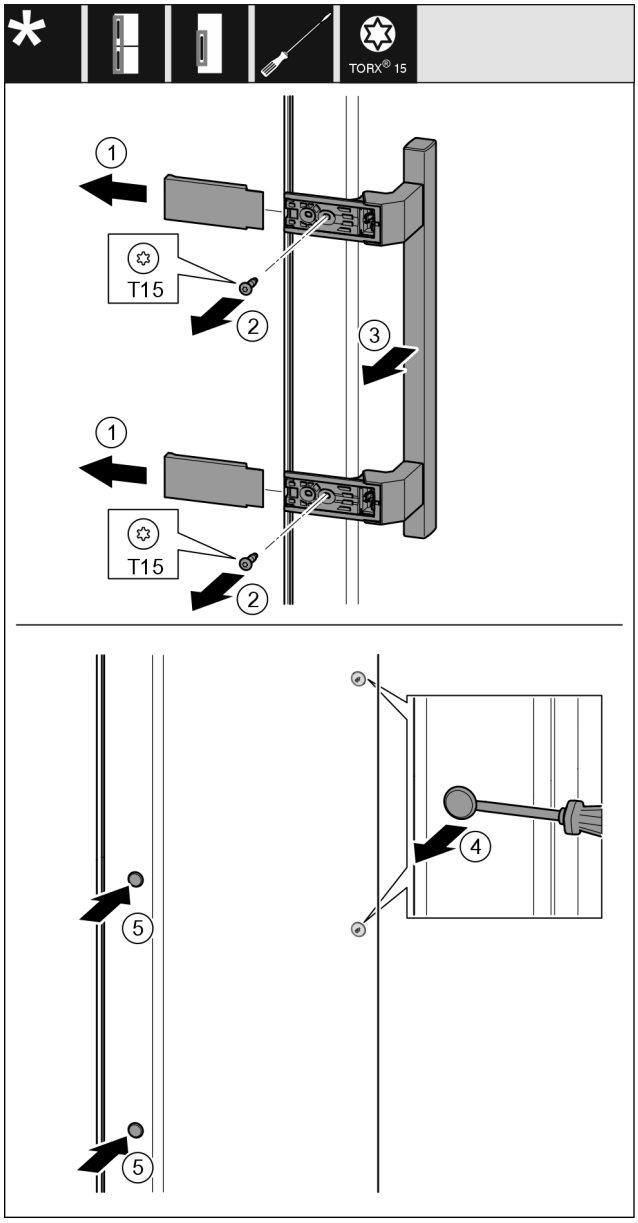

Fig. 27
- ▶ Stáhněte kryt *Fig. 27 (1)*.
- ▶ Šroubovákem vyšroubujte šrouby *Fig. 27 (2)*.
- ▶ Sejměte madlo *Fig. 27 (3)*.
- ▶ Postranní zátku *Fig. 27 (4)* opatrně plochým šroubovákem nadzvedněte a vytáhněte.
- ▶ Zátku *Fig. 27 (5)* opět vložte na druhé straně.